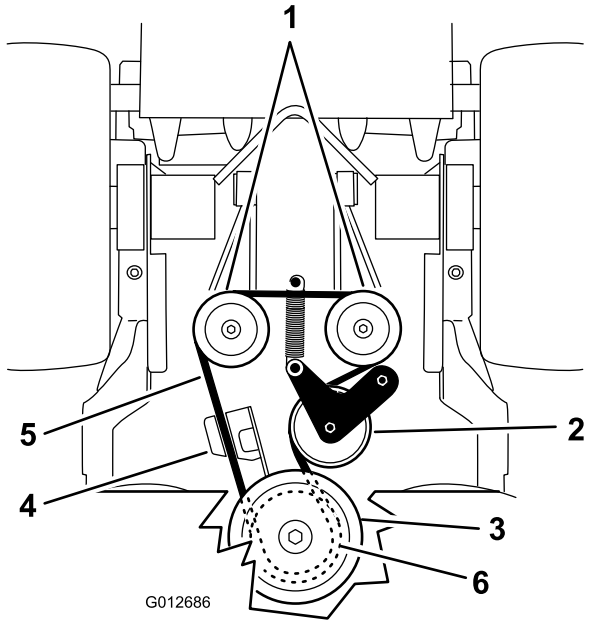

Figur 68
5. Kroka av mellanremskivfjädern från ramen (Figur 68).
7. Montera mellanremskivans fjäder på ramen (Figur 68).